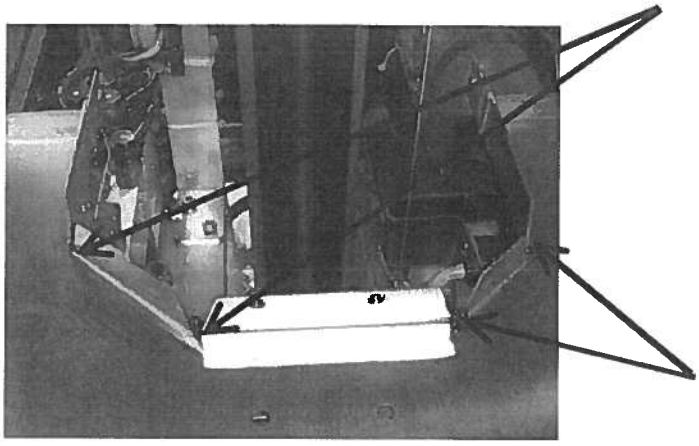

Figure 7-5. Apply RTV to V-Shaped Cut-Outs
4. Apply RTV to bottom of each V-shaped cut-out around interface with column covers (see *Figure 7-5*).